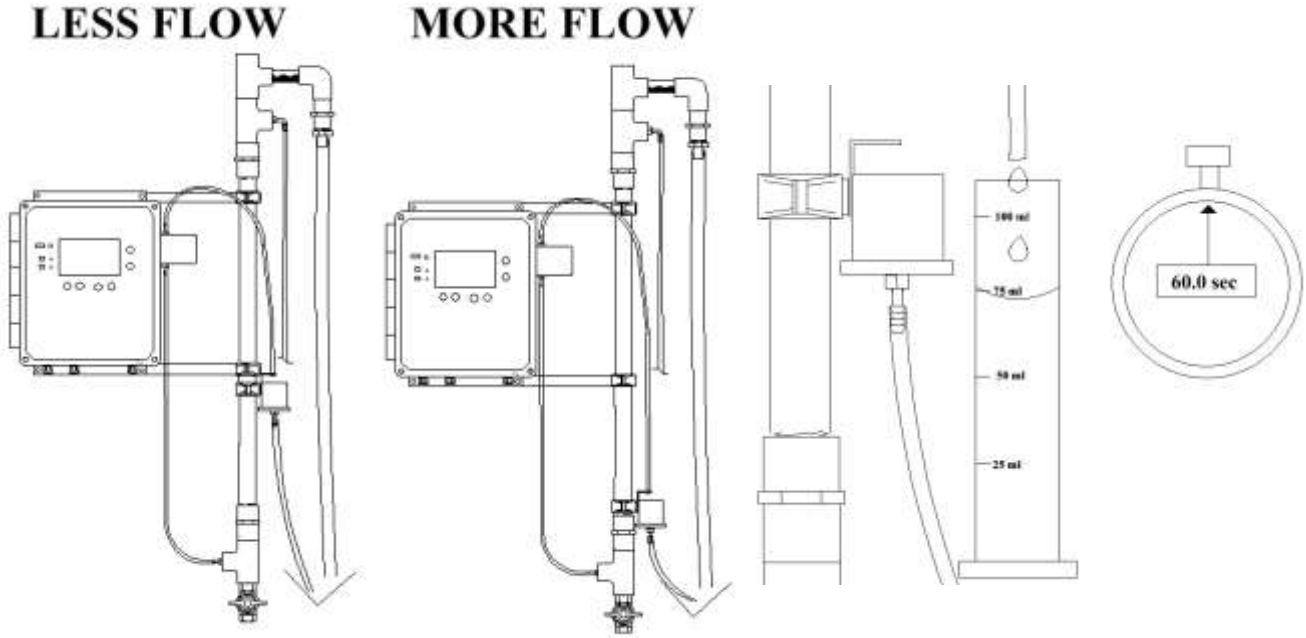
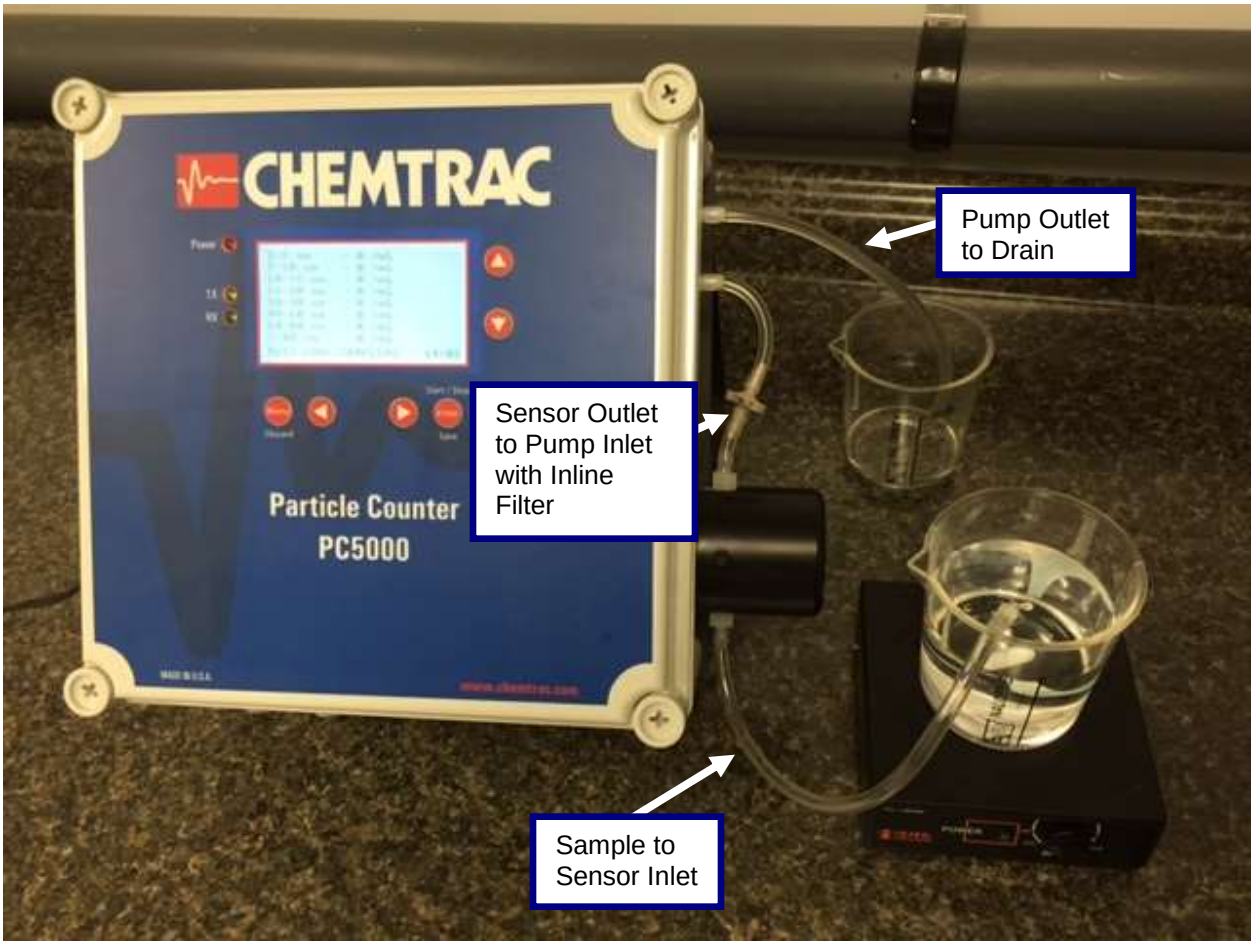
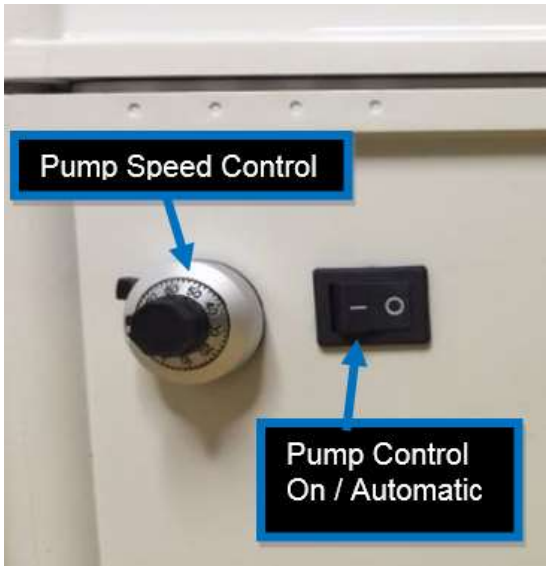

Figure 11 Sensor Flow Rate Adjustment
Figure 12 Tubing Connections for Grab Sampler Mode
Figure 13
The pump in the PC5000 particle counter is designed to draw the sample through the sensor to avoid any potential contamination. Tubing should go from the sample into the bottom of the sensor, and from the top of the sensor it goes through the filter and into the pump inlet, and then from the pump outlet to drain. See Figure 12
With a container of clean water plumbed to the PC5000 as shown in Figure 12, place the pump control switch (located on left hand side of unit, see figure 13) in the “On” position. While monitoring the flow rate at the pump outlet to drain, either via a flow meter or a graduated cylinder with stopwatch (similar to Figure 11), adjust the pump speed control dial until the proper flow rate of 75 ml/min is achieved.
2. With a container of clean water plumbed to the PC5000 as shown in Figure 12, prime the tubing and pump and flush out any air bubbles by placing the pump control switch (located on left hand side of unit) into the “On” position. Once primed, turn the pump control switch off.